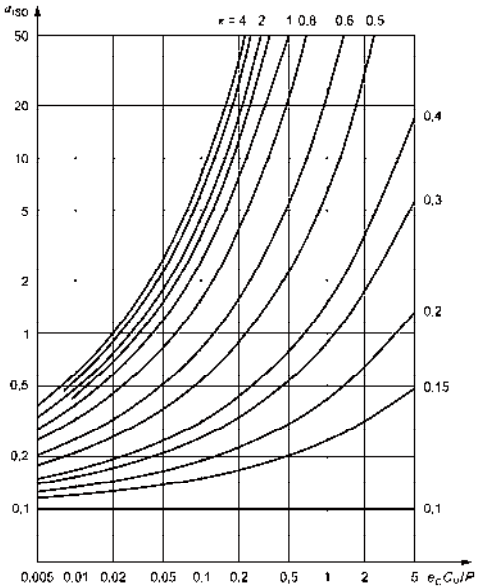

Abb. 6.11
- in der **Abb. 6.11** für Radial-Kugellager